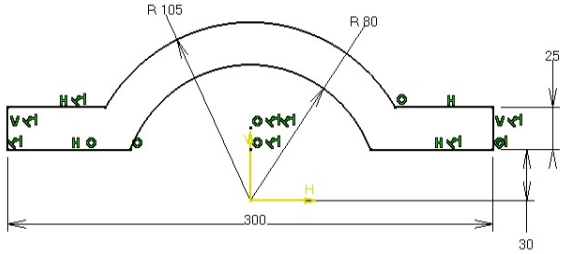

Figure 5-57 *The sketch of the base feature*
a. Start a new file in the **Part** workbench, draw the sketch for the base feature on the yz plane, and extrude the sketch to the required distance by using the **Pad** tool, refer to Figures 5-57 and 5-58.
3. Draw the sketch of the base feature, as shown in Figure 5-57, and exit the **Sketcher** workbench.